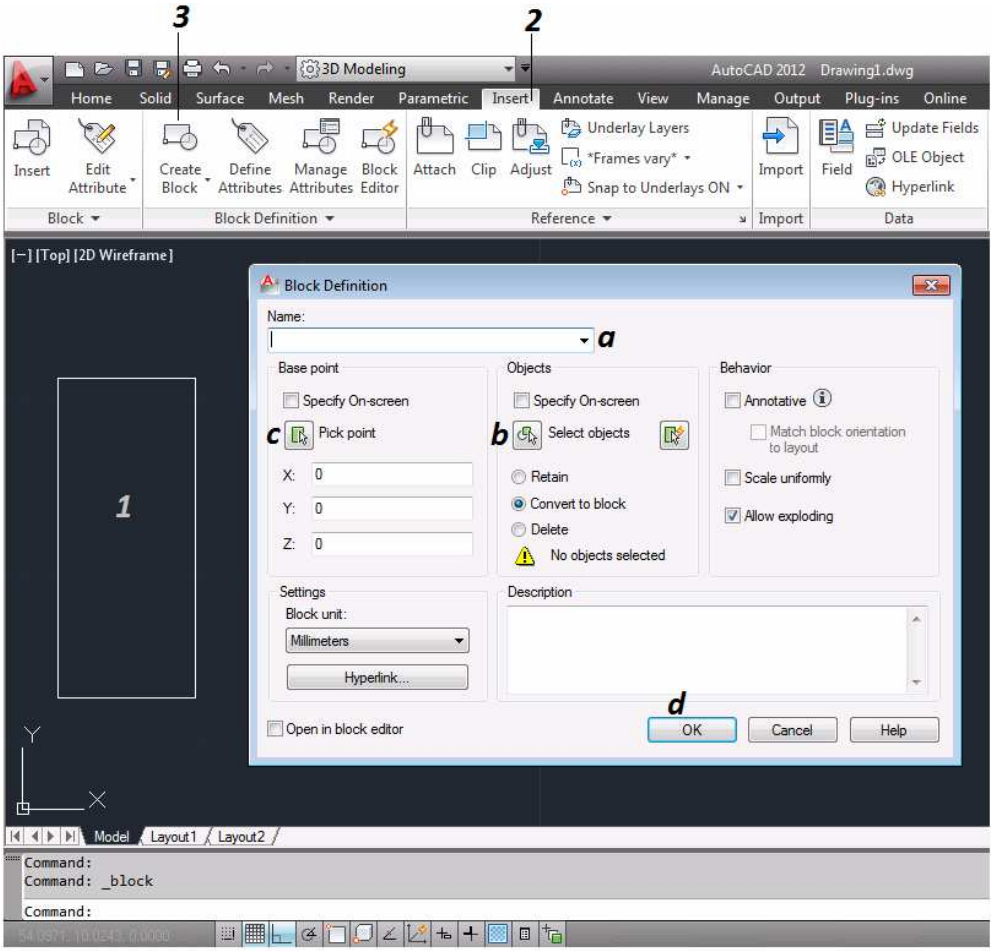

Figura 3.28 Creación de Entidades "Bloque"
c. **Designar Punto (Pick Point):** Se indica la base del bloque *(figura 3.28)*.
d. **OK:** Para terminar de crear el bloque *(figura 3.28)*.